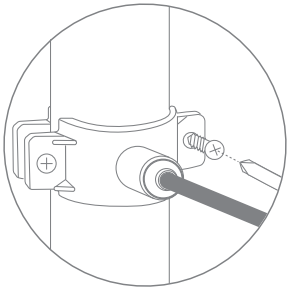

Рис. 12
4. Прочно закрепите хомут на дренажной линии с помощью винтов, одновременно совмещая отверстие в штуцере и дренажной линии (рис. 12). Винты крепления необходимо затягивать равномерно (без перекоса), чтобы обе части хомута располагались параллельно.